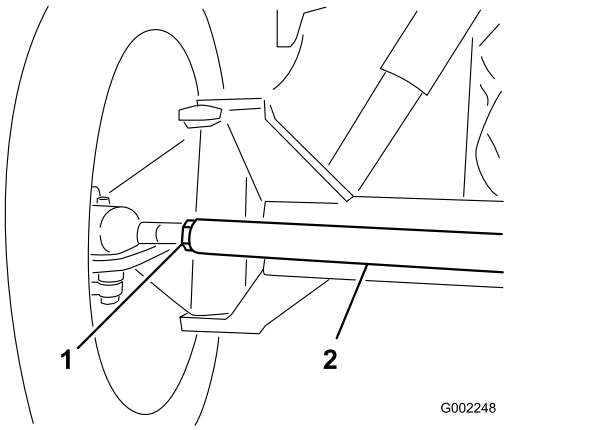

Bild 97
3. Wenn der Wert nicht im angegebenen Bereich liegt, lösen Sie die Klemmmuttern an beiden Ende der Spurstange (Bild 97).